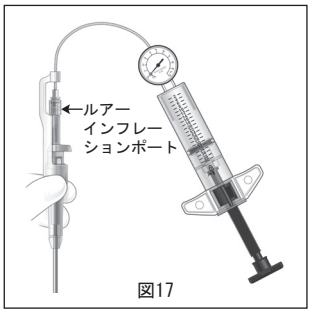

図17
11. インフレーションデバイスをバルーンカテーテルのルアーインフレーションポートに取り付けます（図17）。